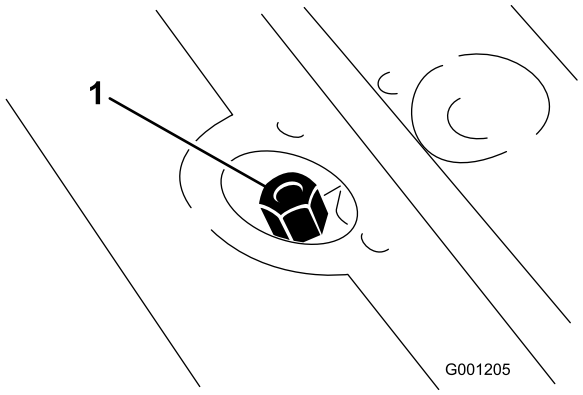

**Figur 25**
2. Ta ut oljestickan (Figur 25) från påfyllningsröret och torka av den med en ren trasa. Skruva på oljestickslocket med fingrarna på påfyllningsröret och ta sedan loss det och kontrollera nivån. Om nivån är lägre än 13 mm från skåran på oljestickan, fyller du på tillräckligt med högkvalitativ hydraulolja för att höja nivån till skåran. Fyll inte på för mycket.